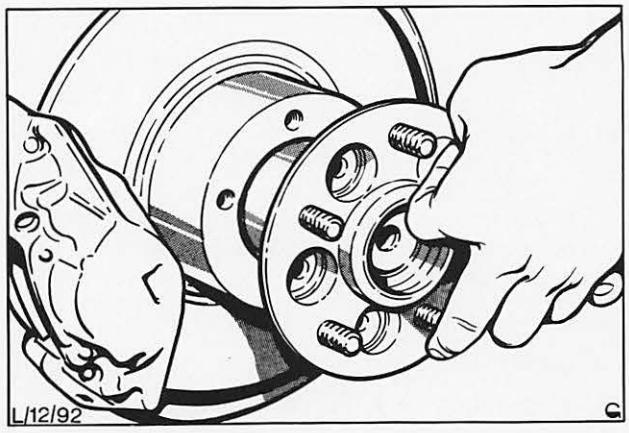

Abb. 23 Nabe von Scheibe trennen
6. Bremsscheibe von der Nabe abschrauben (5 Schrauben) und Scheibe von der Nabe trennen, Abb. 23. **Sind keine Paßmarkierungen vorhanden, Bremsscheibe und Radnabe vor dem Zerlegen entsprechend kennzeichnen, damit beide Teile später in ursprünglicher Lage zueinander zusammengebaut werden können.**